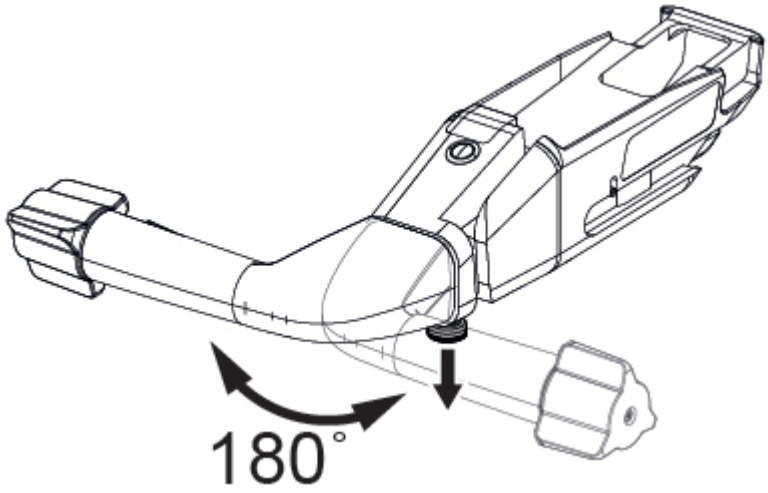

Figura 6-5. Cambiar la orientación del mango para el traslado motorizado
2. Para girar el mango para el traslado motorizado, tire del pestillo de posición y gire el mango para el traslado motorizado hasta la posición deseada. Consulte la *Figura 6-5*.